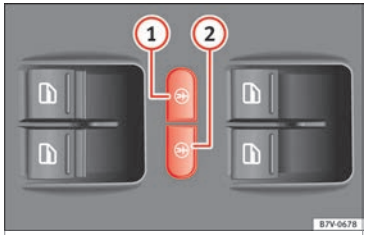

Bild 136 I förardörren: knappar för elektriskt barnlås
Det elektriska barnlåset förhindrar öppning och stängning av skjutdörren och dess elfönsterhissar från insidan, så att barn inte av misstag kan öppna dörren medan bilen körs. Genom att använda knappen till vänster »» bild 136 (1) eller höger (2) kan det barnsäkra låset aktiveras på både vänster och höger sida.
För att sätta på systemet:	Tryck på knappen »» bild 136 (1) eller (2).